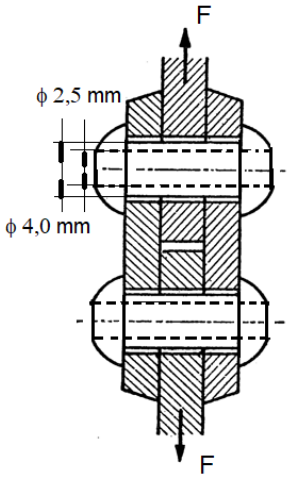

Figura 4 - Fixação por Rebites
6. (1,0 PONTO) O material dos rebites tipo pop utilizados na fixação indicada na Figura 4 tem resistência ao cisalhamento de 51 N/mm^2. Qual a máxima força F a ser aplicada para não haver ruptura dos rebites?